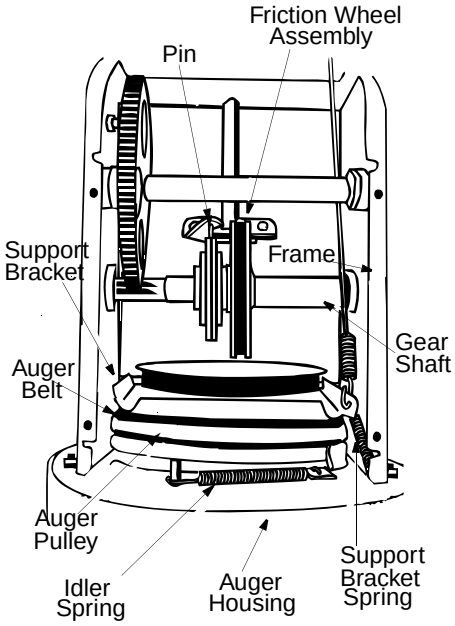

Figure 14
5. Unhook the idler spring from the hex bolt on the auger housing. See Figure 14.
9. Slide friction wheel assembly back onto the gear shaft. Be sure to align the pin on the shift rod with hole in the friction wheel assembly. See Figure 14.